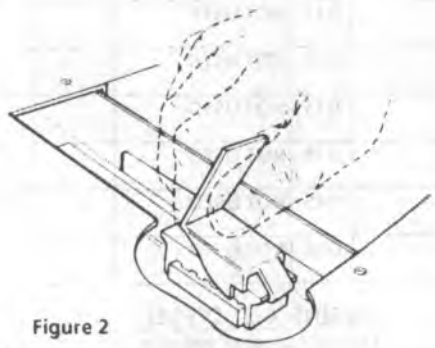

Figure 2
- Using the rocker-type PROM removal tool, engage one end of the PROM carrier with the hook end of the tool. Press on the vertical bar end of the tool and rock the engaged end of the PROM carrier up as far as possible. Engage the opposite end of the PROM carrier in the same manner and rock this end up as far as possible. Repeat this process until the PROM carrier and PROM are free of the PROM socket. The PROM carrier with PROM in it should lift off of the PROM socket easily. PROM carrier should only be removed by using the pictured PROM removal tool (Figure 2). Other methods could cause damage to the PROM or PROM socket.